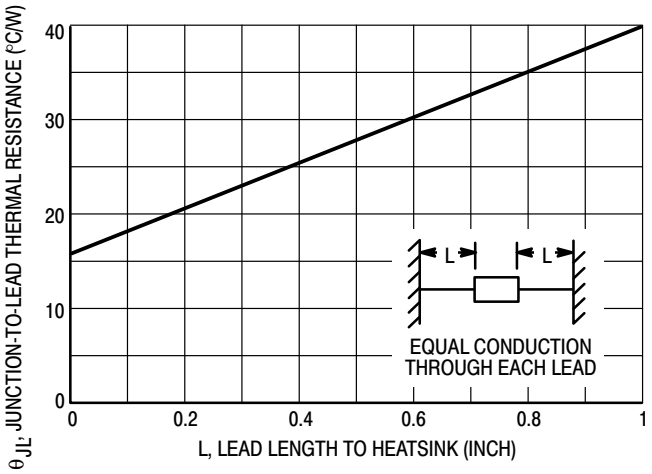
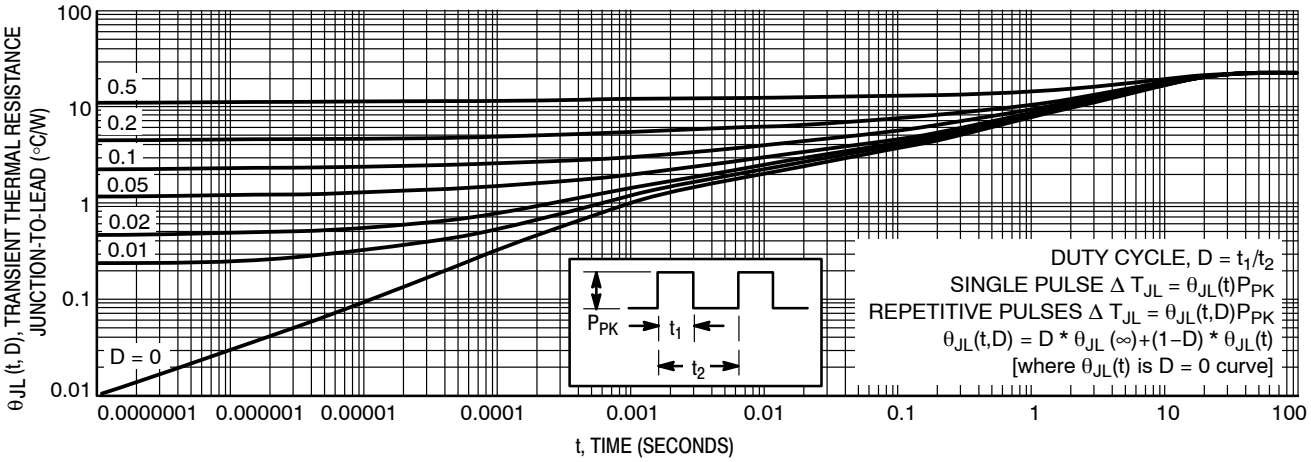
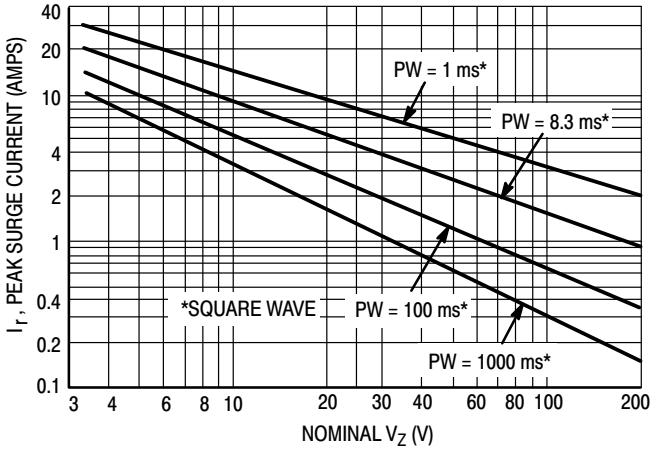
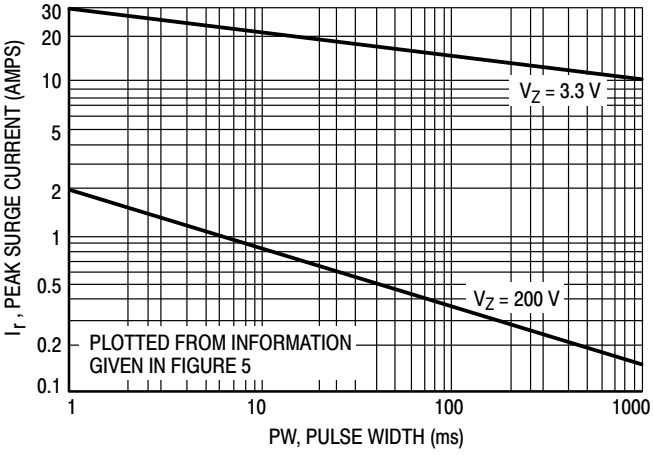

Figure 1. Typical Thermal Resistance
Figure 4. Typical Thermal Response
Figure 5. Maximum Non-Repetitive Surge Current versus Nominal Zener Voltage (See Note 4)
Figure 6. Peak Surge Current versus Pulse Width (See Note 4)
4. **SURGE CURRENT (I_R):** Surge current is specified as the maximum allowable peak, non−recurrent square−wave current with a pulse width, PW, of 8.3 ms. The data given in Figure 5 may be used to find the maximum surge current for a square wave of any pulse width between 1 ms and 1000 ms by plotting the applicable points on logarithmic paper. Examples of this, using the 3.3 V and 200 V zener are shown in Figure 6. Mounting contact located as specified in Note 2 (T_A = 25°C +8°C, −2°C).
9. **SURGE CURRENT (I_R):** Surge current is specified as the maximum allowable peak, non−recurrent square−wave current with a pulse width, PW, of 8.3 ms. The data given in Figure 5 may be used to find the maximum surge current for a square wave of any pulse width between 1 ms and 1000 ms by plotting the applicable points on logarithmic paper. Examples of this, using the 3.3 V and 200 V zener are shown in Figure 6. Mounting contact located as specified in Note 7 (T_A = 25°C +8°C, −2°C).
ΔT_{JL} is the increase in junction temperature above the lead temperature and may be found from Figure 4 for a train of power pulses or from Figure 1 for dc power.
Data of Figure 4 should not be used to compute surge capability. Surge limitations are given in Figure 5. They are lower than would be expected by considering only junction temperature, as current crowding effects cause temperatures to be extremely high in small spots resulting in device degradation should the limits of Figure 5 be exceeded.